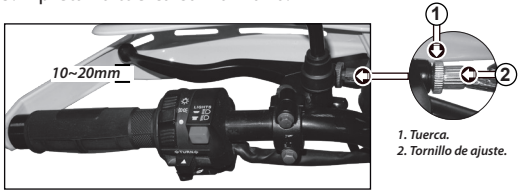

Imagen 18. Ajuste de la palanca del embrague.
2. Ubicar la tuerca y el tornillo de ajuste del chicote de embrague. Ver imagen 18-B.
4. Girar el tornillo de ajuste del chicote a la izquierda para reducir la carrera libre y a la derecha para aumentarla. La carrera libre del extremo de la palanca del embrague debe estar entre los 10~20 mm.Ver imagen 18-A.